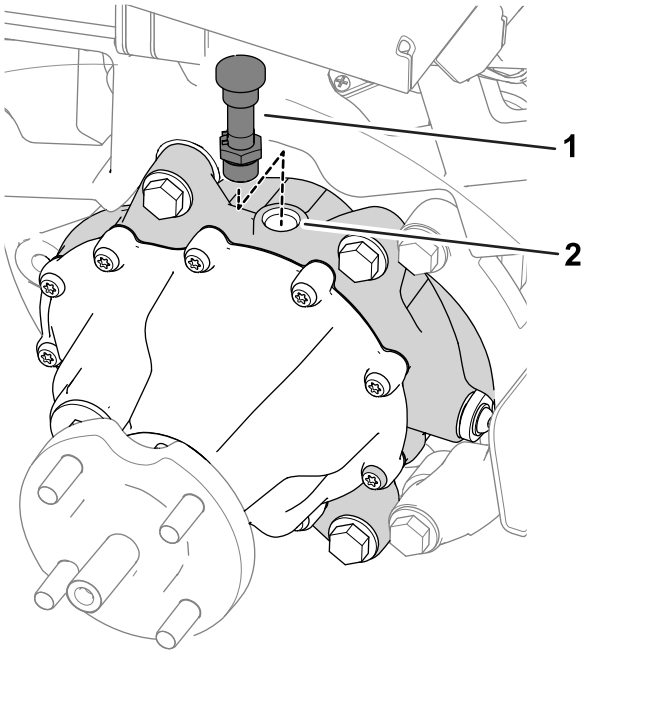

Figur 66
7. Ta bort luftningsslangen och nippeln från växellådans ovansida (Figur 66).
9. Montera luftningsslangen och nippeln i påfyllningsöppningen (Figur 66).